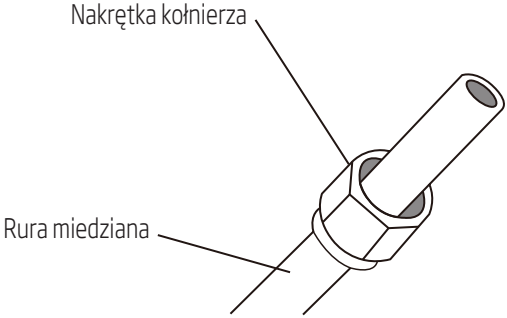

Rys. 7.3
3. Umieścić nakrętki do wywijania na obu końcach rur. Upewnić się, że skierowane są one we właściwym kierunku, ponieważ nie ma możliwości ich nałożenia ani zmiany kierunku po wywinięciu. Patrz Rys. 7.3.